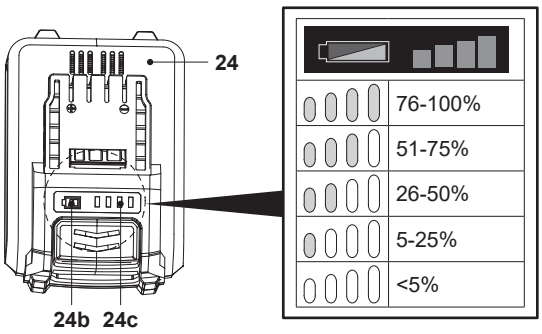

**Fig. 10**
La batterie (24) est équipée d'indicateurs de capacité de la batterie (24c) qui affichent sa capacité restante. Appuyer sur le bouton de capacité de la batterie (24b) pour en vérifier la capacité (Fig. 10). Les LED restent allumées pendant environ 3 secondes.